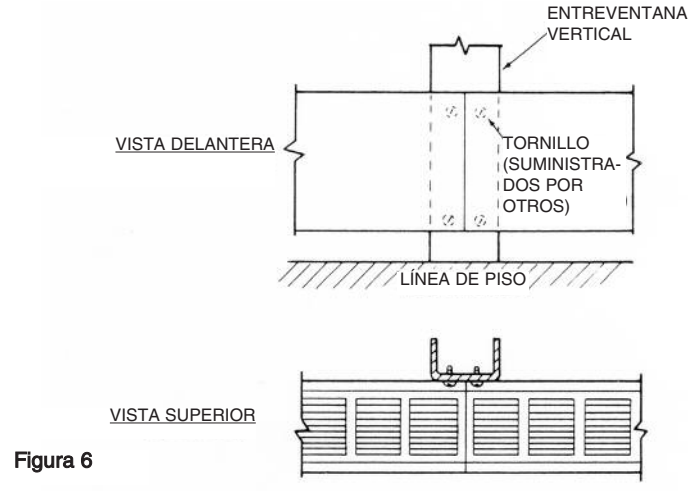

Figura 6
1. Sujete la carcasa a la entreventana/parteluz utilizando los orificios de montaje suministrados en las cajas de conexiones según se muestra en la Figura 6.